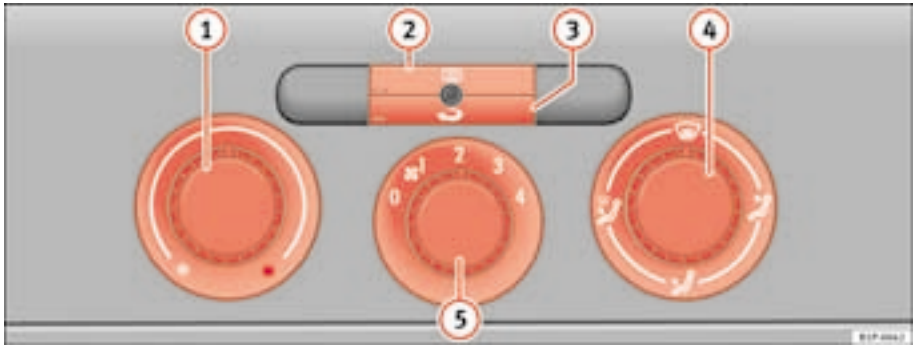

Fig. 104 On the dash panel: Heater controls
– Using the controls ⇒ fig. 104 (1) and (4) and the control (5) the temperature, air distribution and the turbine speed may be set.
– To switch a function on or off, press the appropriate button (2) or (3). When the function is activated, the display window in the lower left of the button is lit.